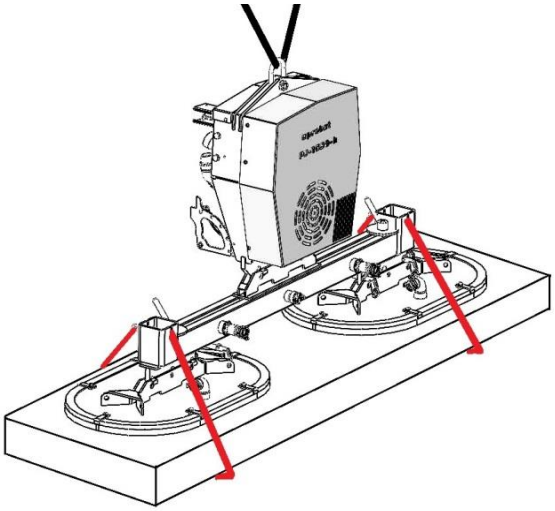

Fig. 1
- Le catene di fissaggio del carico **devono essere strette** contro il carico in modo che in caso di guasto/perdita del vuoto (ad es. per mancanza di corrente) il carico sia trattenuto dalle catene di fissaggio del carico (Fig. 1).